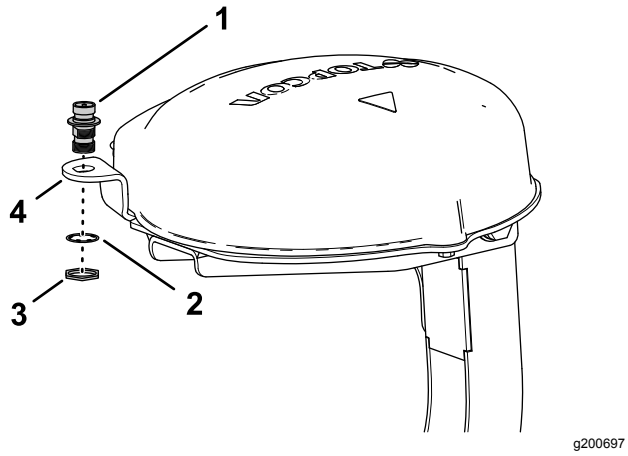

Rysunek 157
1. Przełóż łącznik koncentryczny przez otwór w wypustce pod antenę RTK tak, aby gwint mocujący łącznika był skierowany w dół (Rysunek 157).
2. Zamontuj łącznik koncentryczny do wypustki w płycie odbiornika używając podkładki zabezpieczającej i nakrętki zabezpieczającej, po czym dokręć nakrętkę zabezpieczającą palcami (Rysunek 157).